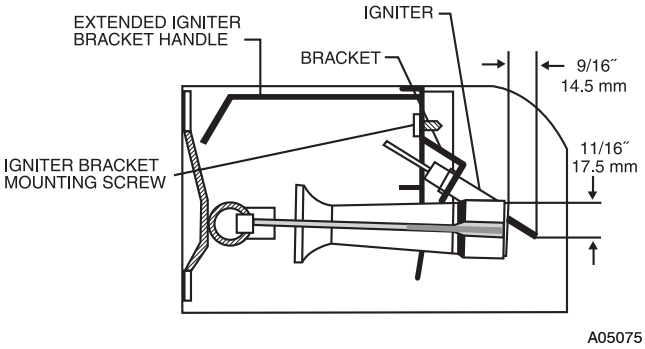

Fig. 13 - Igniter Bracket
c. Using a 1/4 in. driver, remove the single screw securing the igniter bracket to the burner box bracket (See Fig. 13.) and carefully withdraw the igniter and bracket assembly through the front of the burner box without striking the igniter on surrounding parts. Note that the igniter bracket has a handle that extends to the front of the burner box to aid in handling (See Fig. 13.).